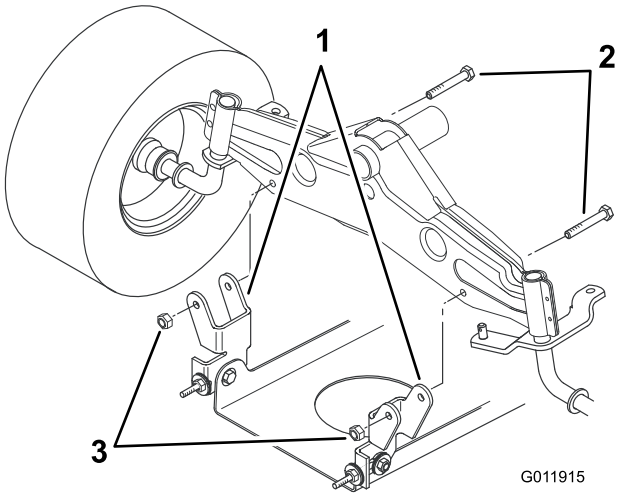

Figura 7
4. Montate le staffe di fissaggio orientabili del tosaerba sul ponte anteriore con bulloni e dadi di bloccaggio (Figura 7).